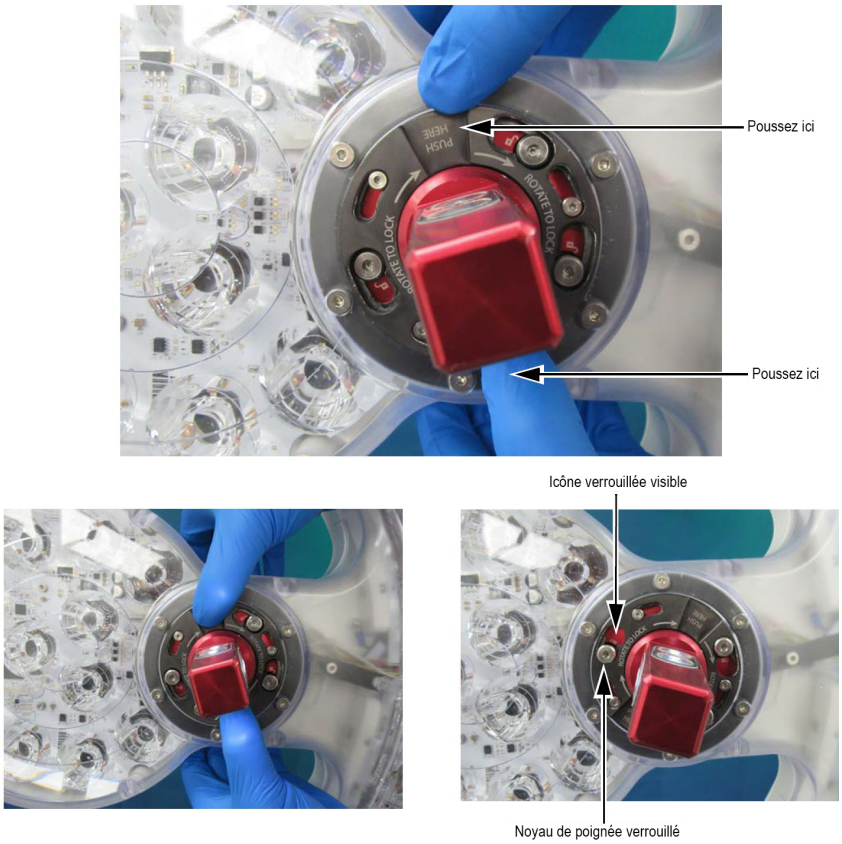

Figure 6-24. Âme de la poignée verrouillée en position
3. L'anneau s'enclenche en position et indique visuellement que l'âme de la poignée est verrouillée en position. Voir *Figure 6-24*.